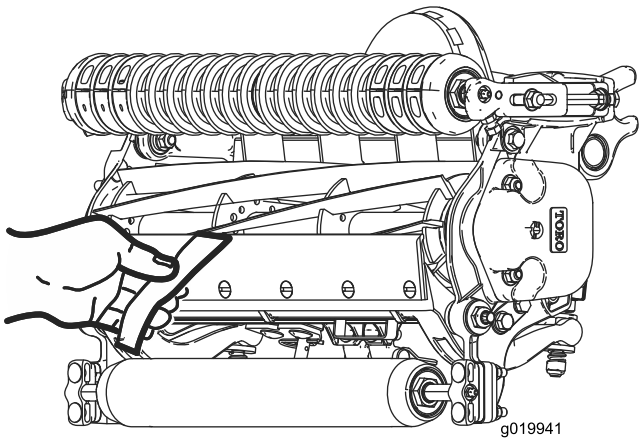

Figur 10
10. Test klippegenskapene ved å legge inn en lang remse med testpapir (Toro delenr. 125-5610) mellom spolen og motstålet, loddrett til motstålet (Figur 10). Drei spolen **sakte** fremover – dette skal klippe papiret.